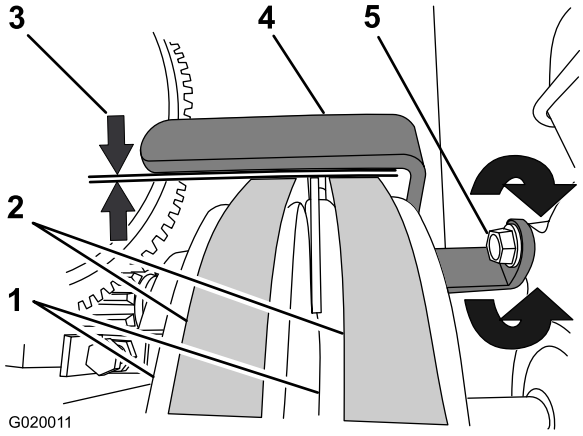

Figure 73
3. Vérifiez que le guide et les courroies sont espacés de 2,5 à 4 mm (3/32 à 5/32 po); voir Figure 73.
A. Desserrez le boulon qui fixe le guide de courroies au moteur (Figure 73).
B. Tournez le guide de courroies vers le haut ou le bas jusqu'à ce que vous obteniez un écartement de 2,5 à 4 mm (3/32 à 5/32 po) entre le guide et chaque courroie (Figure 73).
C. Resserrez le boulon qui fixe le guide de courroies au moteur (Figure 73).